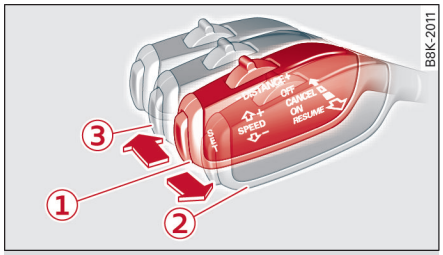

图 119 操纵杆
- 把操纵杆向身体方向拉到位置 ② ⇨ *91 页，图 119*。
- 把操纵杆向胸前拉到位置 ② ⇨ *91 页，图 119*。
ACC 就绪 可以短时间激活，此时将拨杆向胸前拉到位置 ② ⇨ *91 页，图 119*。